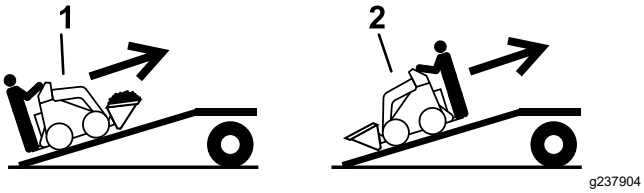

Rysunek 7
5. Załadunek maszyny na przyczepę wykonuj tak, aby cięższa jej strona była po wyższej stronie pochylni, ładunek przewoź nisko (Rysunek 7).